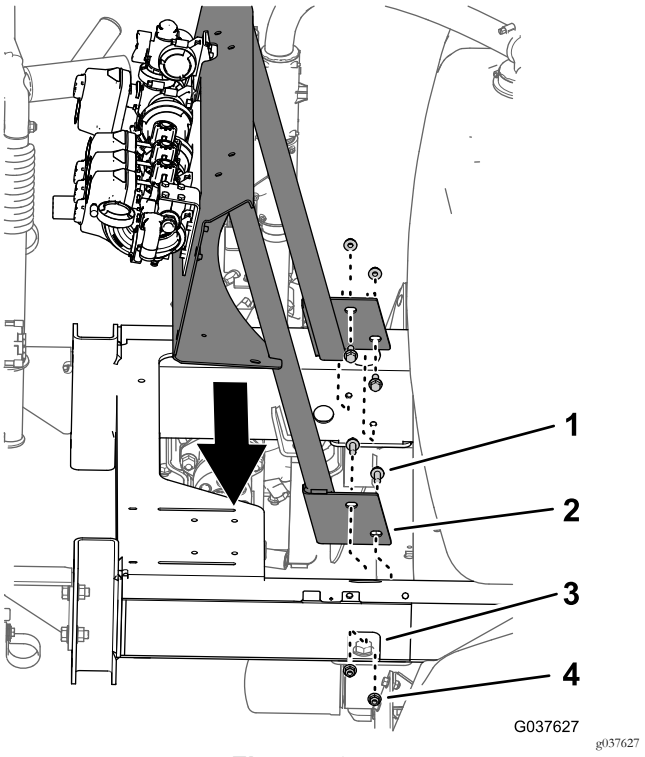

Figura 50
1. Alinee los orificios del panel de montaje de las válvulas con los orificios del bastidor de la máquina (Figura 50).
2. Monte el panel de montaje de las válvulas en el bastidor (Figura 50) con los 4 pernos con arandela prensada (3/8" x 1") y las 4 contratuercas con arandela prensada (3/8") que retiró en Retirada del panel de montaje de las válvulas (página 21).